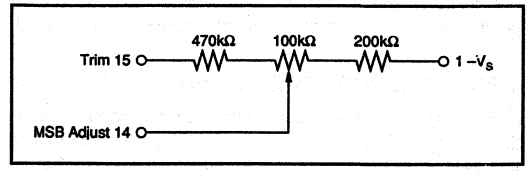

FIGURE 6. MSB Adjustment Circuit.
NOTE: (1) MSB error (Bipolar Zero differential linearity error) can be adjusted to zero using the external circuit shown in Figure 6.
Differential Linearity Error (DLE) is the deviation from an ideal 1LSB change from one adjacent output state to the next. DLE is important in audio applications because excessive DLE at Bipolar Zero (at the "major carry") can result in audible crossover distortion for low level output signals. Initial DLE on the PCM56 is factory trimmed to typically ±0.001% of FSR. The MSB DLE is adjustable to zero using the circuit shown in Figure 6.
To statically adjust DLE at BPZ, refer to the circuit shown in Figure 6, or the PCM56 connection diagram.
A much simpler method is to dynamically adjust the DLE at BPZ. Again, refer to Figure 6 for circuitry and component values. Assuming the device has been installed in a digital audio application circuit, send the appropriate digital input to produce a –80dB level sinusoidal output. While measuring the THD of the audio circuit output, adjust the 100kΩ potentiometer until a minimum level of distortion is observed.